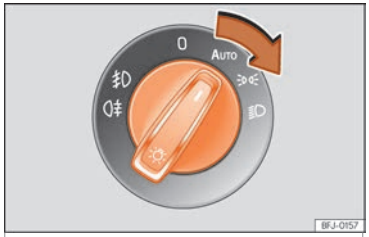

Fig. 95 Dash panel: lights control.
- Turn the switch to the required position ››› Fig. 95.
- Turn on the ignition and turn the light switch to the position **AUTO** ››› Fig. 95.
- Turn the light switch to a position other than AUTO ››› Fig. 95.